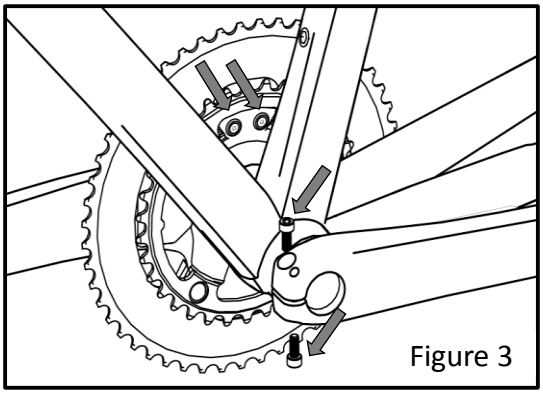

Figure 3
Step 3: check if all bolts are tightened to the correct torque value, as shown figure 3.